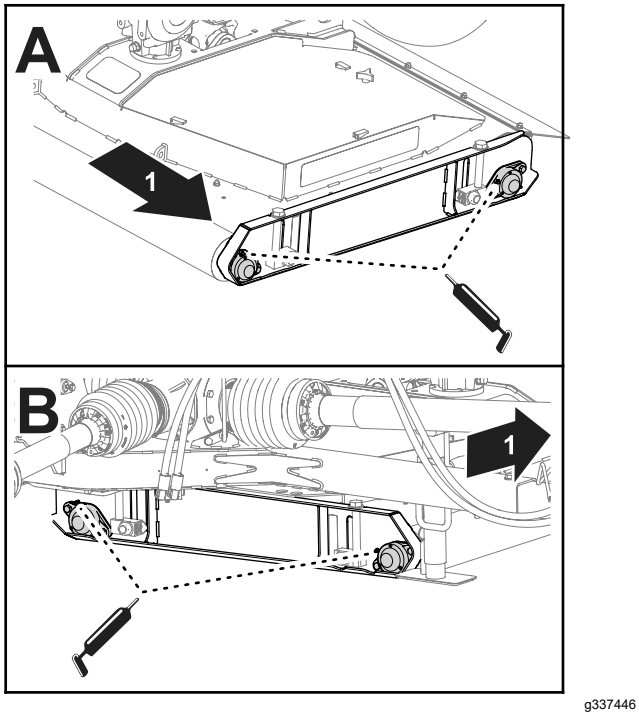

Figuur 56
1. Breng het gespecificeerde smeervet aan bij de lagers van de maaidekrollen aan de linkerkant van het maaidek (Figuur 56).
2. Smeer de lagers van de maaidekrol aan de rechterkant van het maaidek (Figuur 56).